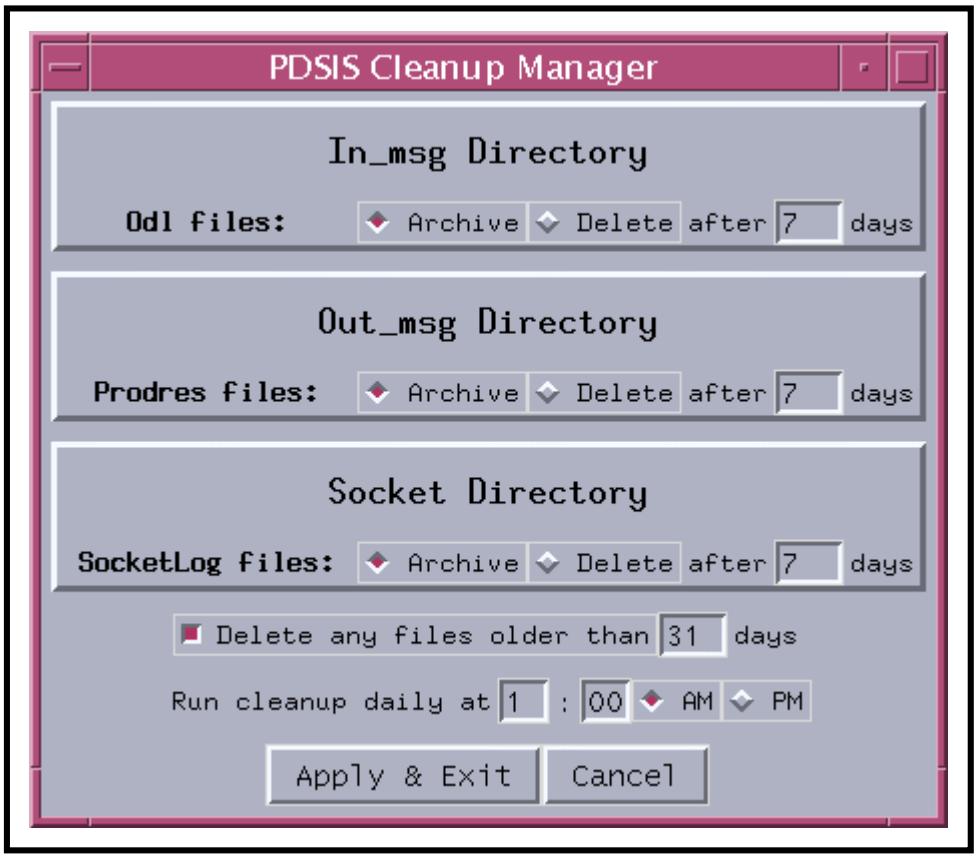

Figure 110. PDSIS Cleanup Manager
- The **PDSIS Cleanup Manager** GUI (Figure 110) is displayed.
- The **PDSIS Cleanup Manager** GUI (Figure 110) is dismissed.